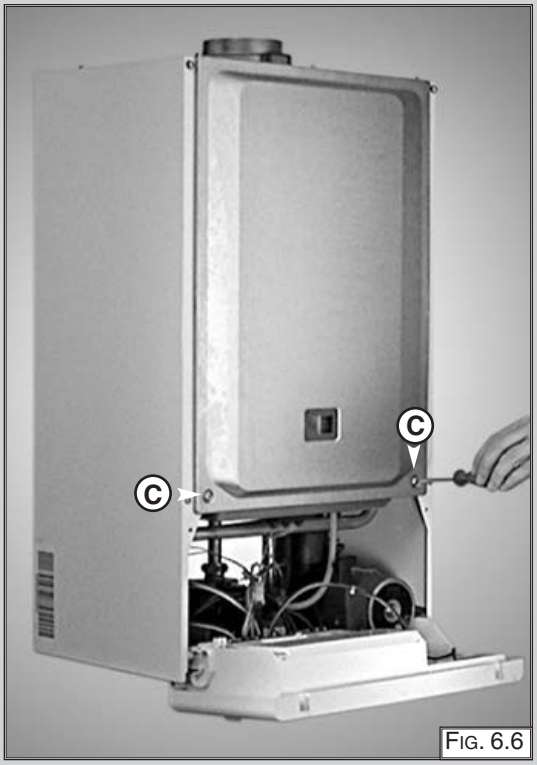

FIG. 6.6
1. Remove the screws “C” (FIG. 6.6);